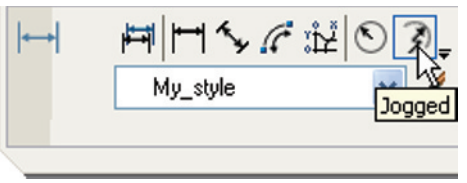

Fig. 6.19 The **Jogged** tool icon in the **Dimensions** control panel
2. Call the **Jogged** tool, either with a *left-click* on its tool icon in the **Dimensions** control panel (Fig. 6.19), or with a *click* on **Jogged** in the **Dimension** toolbar, or by *entering* **jog** at the command line. The command line shows: